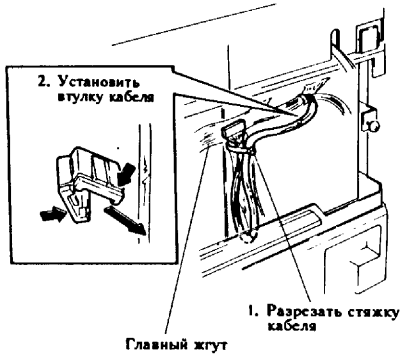

Рис.10 Снятие жгута проводов
21. Разрезать стяжку жгута кабеля платы датчика размера оригинала, установить втулку кабеля, снятую в шаге 5 (рис. 10)